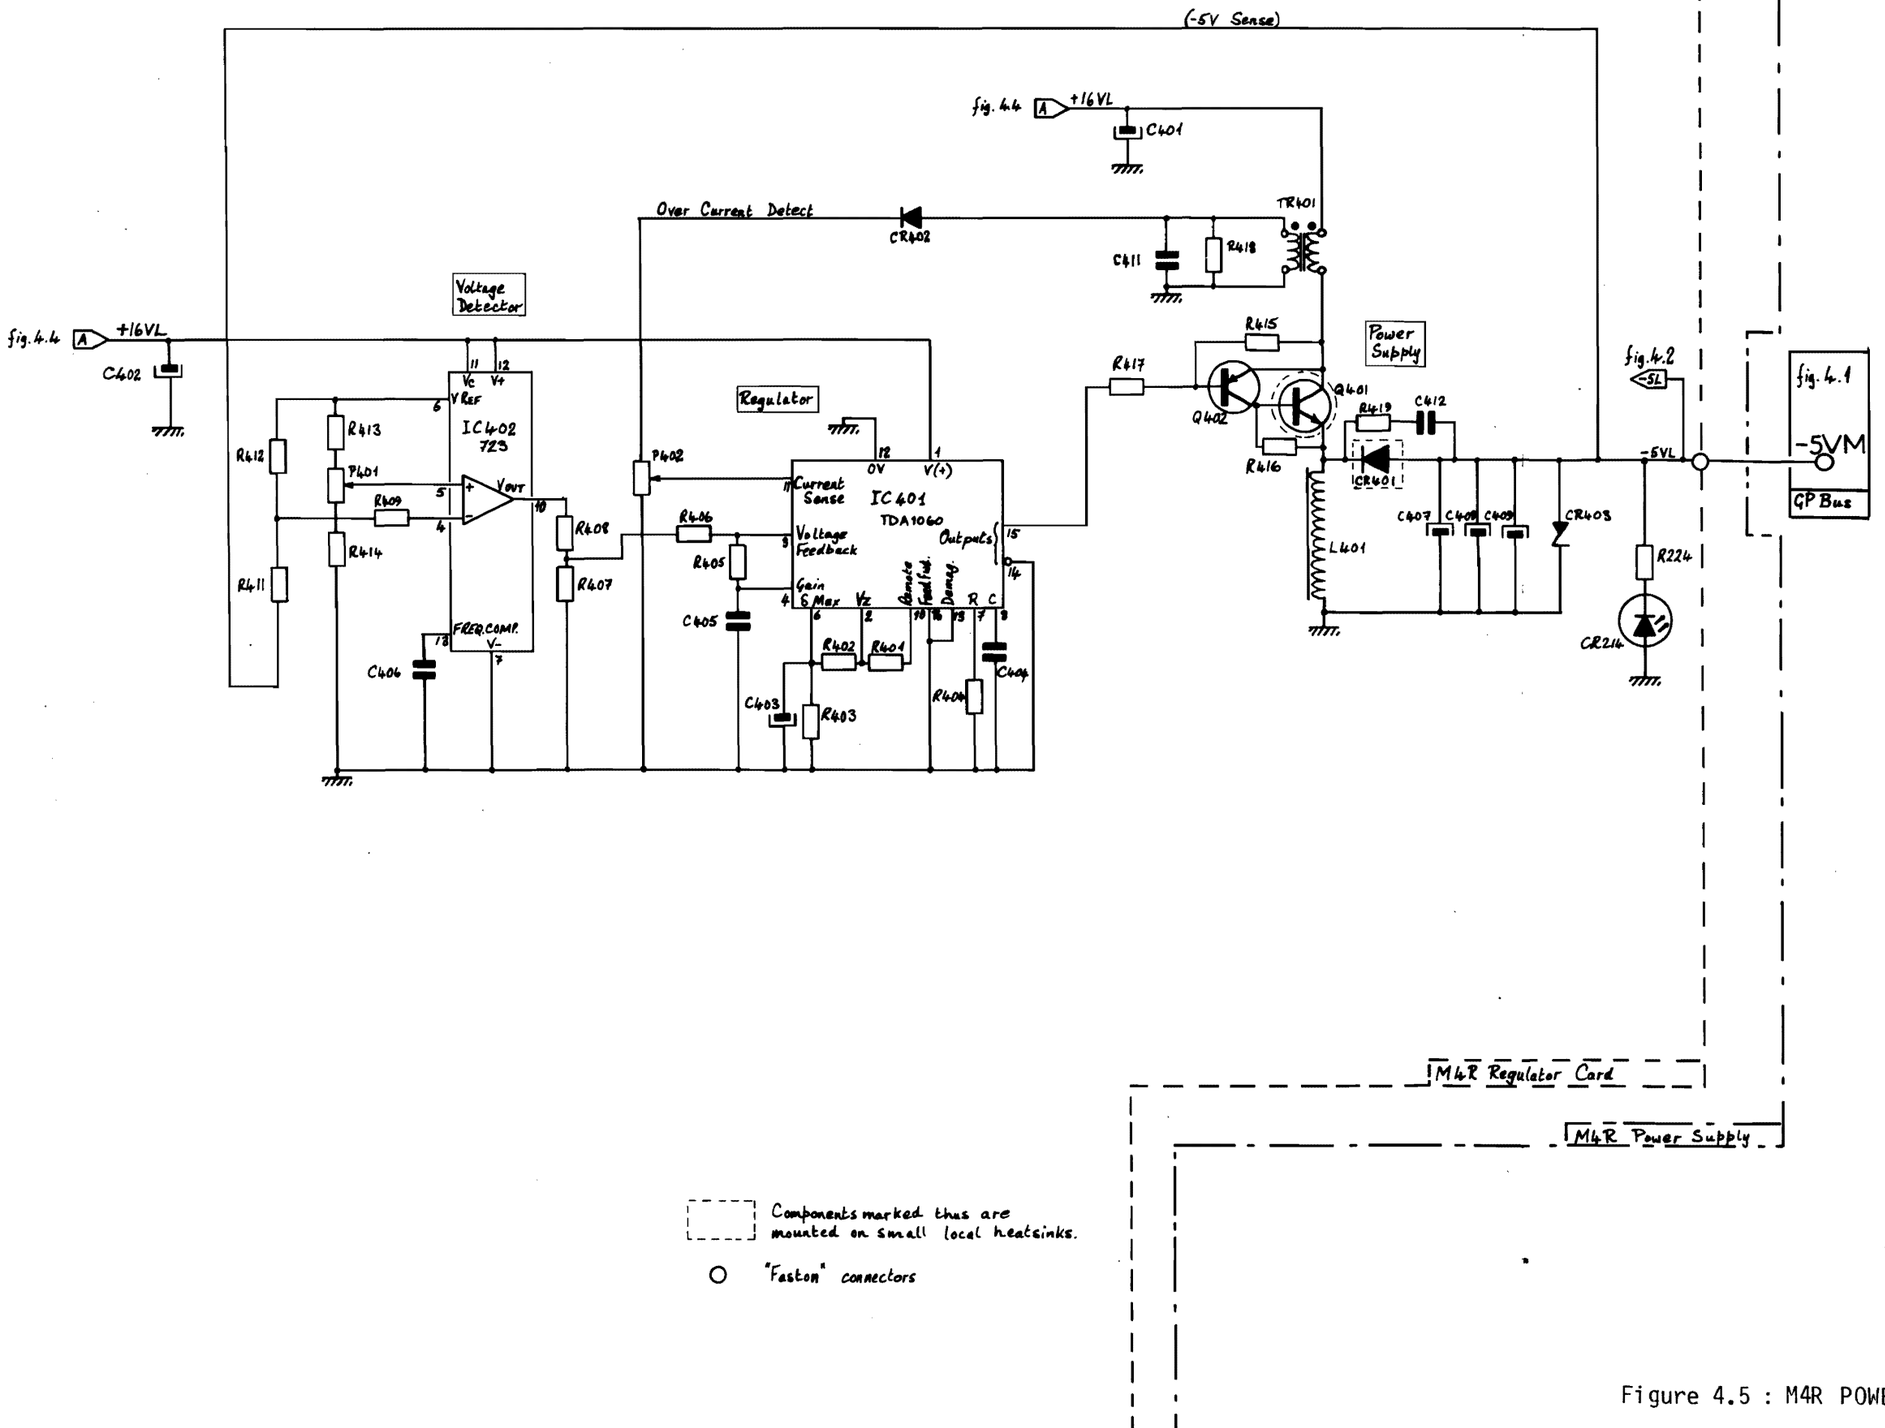

Figure 4.5 : M4R POWER SUPPLY :
3.5 -5VM REGULATOR AND POWER SUPPLY (see figure 4.5)